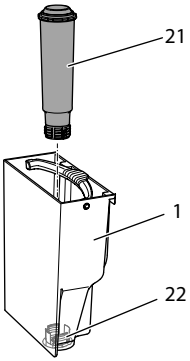

Fig. 15: Enroscar/desenroscar el filtro de agua
- Retire el filtro de agua (véase Fig. 15 en la página 151).
9. Coloque un filtro nuevo dentro del depósito de agua (véase *Fig. 15)*.
3. Retire el filtro de agua (véase *Fig. 15)*.